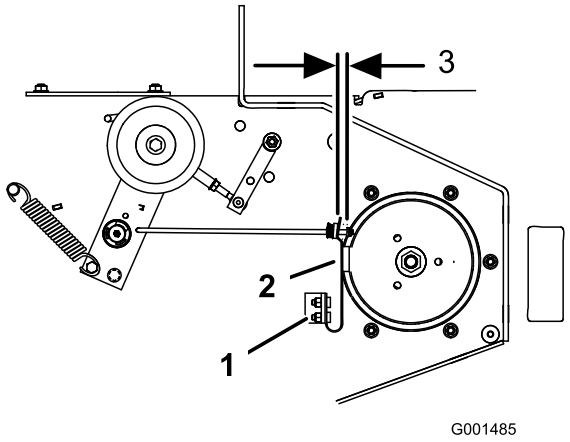

Figura 59
3. Si es necesario, ajuste los pernos de montaje del muelle hasta que la pastilla de freno de la cuchilla roce contra ambos lados de la ranura de la polea (Figura 59).
4. Ajuste la tuerca del extremo de la varilla de freno de la cuchilla hasta que quede un espacio de 3–5 mm entre la tuerca y el espaciador (Figura 59).